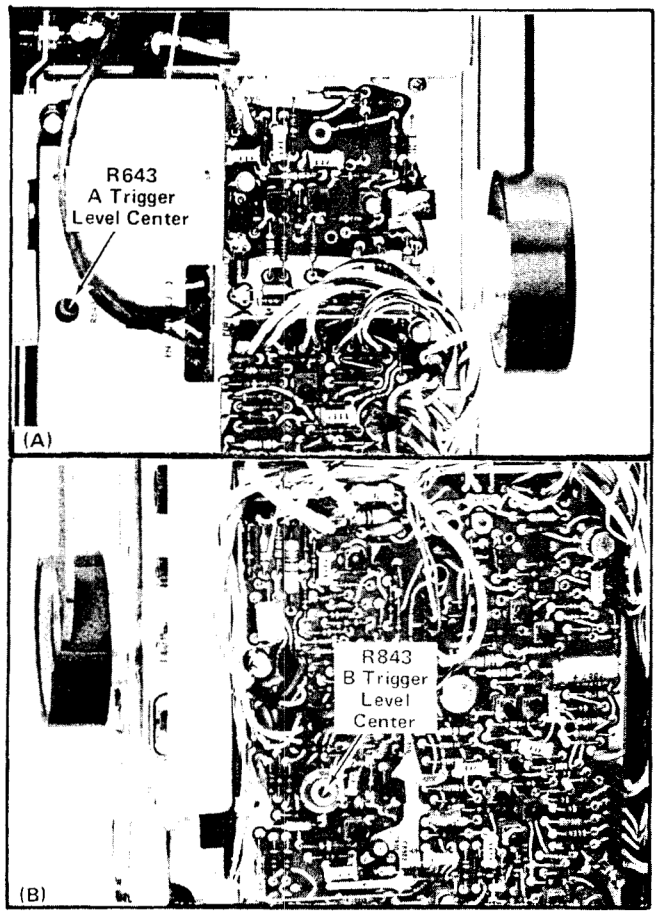

Fig. 5-14. (A) Location of A Trigger Level Center adjustment (A Sweep circuit board). (B) Location of B Trigger Level Center Adjustment (B Sweep circuit board).
f. ADJUST–A Trigger Level Centering adjustment R643 (see Fig. 5-14) for a stable display.
j. ADJUST–B Trigger Level Centering adjustment R843 (see Fig. 5-14) for a stable display.